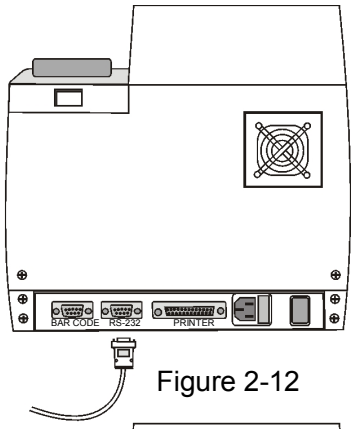

Figure 2-12
2.3.8 Connect with Computer（Figure 2-12）